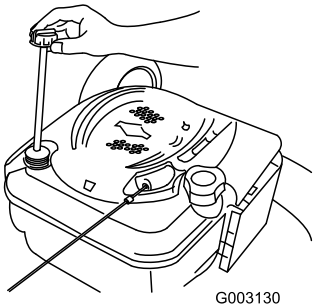

Figura 34
2. Togliete l'asta di livello (Figura 34).